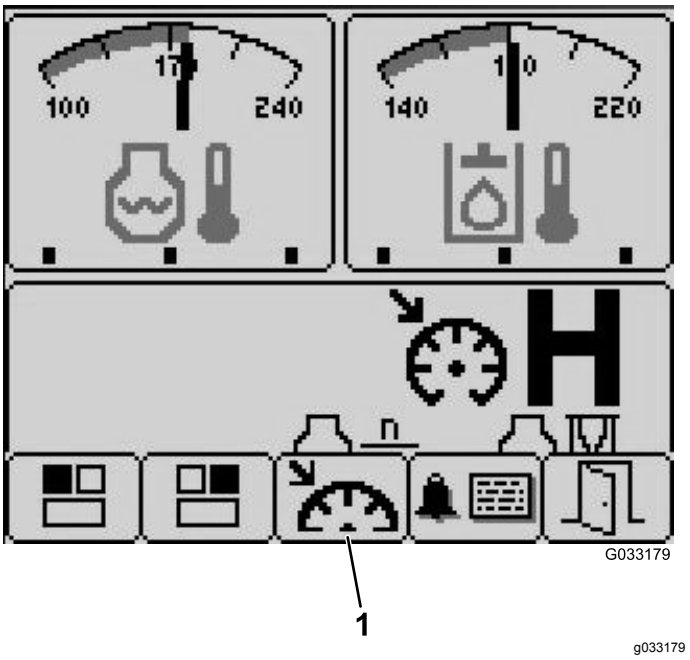

Figur 28
3. Tryk på knap 3 for at åbne skærmen Cruise Control (Fartpilot) (Figur 28).